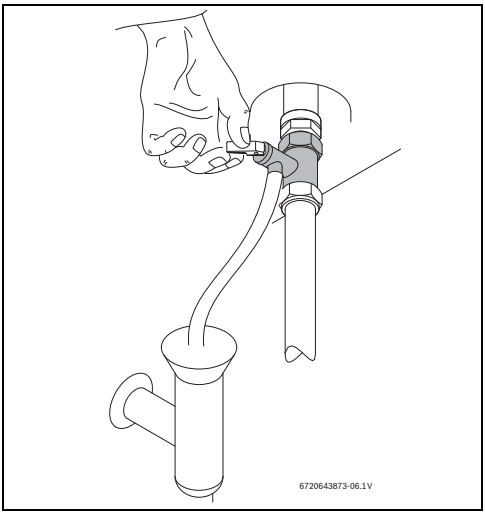

Fig. 15 Accionamento manual de la válvula de seguridad
- ▶ Abrir la válvula de seguridad (Fig. 15).
- ▶ Activar manualmente la válvula de seguridad por lo menos una vez al mes (→ Fig. 15).